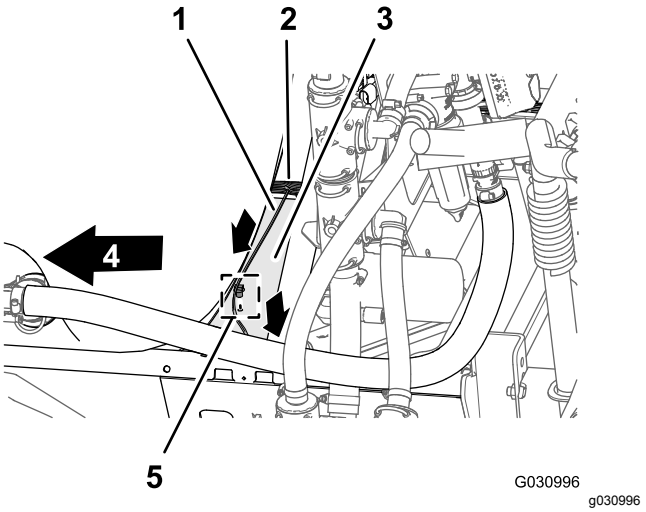

**Figur 127**
1. Før 86 cm afgreningen af ledningsnettet til sprøjtepumpens solenoide hen over toppen af sprøjtestelkanalen og ned mod sprøjtepumpens solenoide (Figur 127).
2. Sæt de grantræsformede ankre på 86 cm afgreningen af ledningsnettet i hullet i sprøjtestelkanalen (Figur 127).